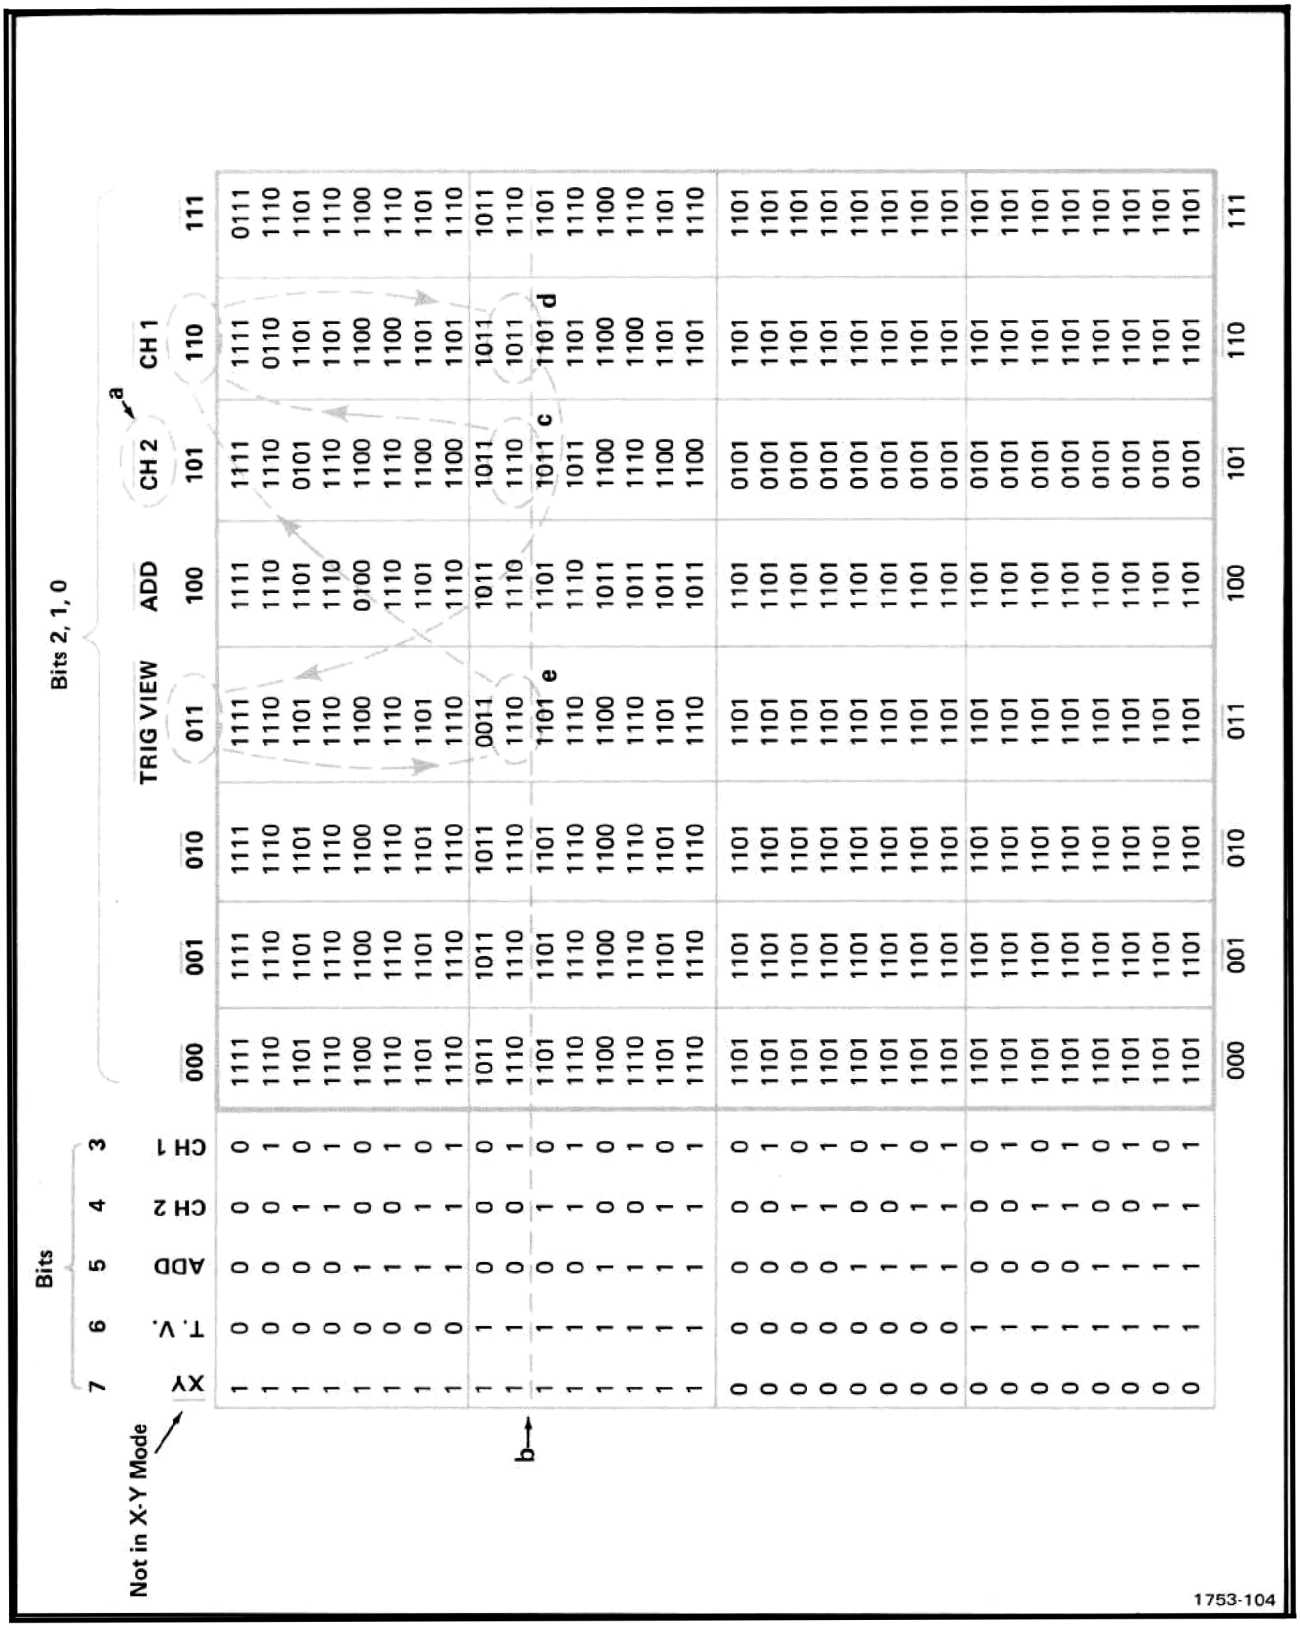

Fig. 3-4. Sample sequence of outputs from ROM U3605.
1. In Fig. 3-4, find the column that matches the present display on the screen of the oscilloscope.
Procedure: (Refer to Fig. 3-4 for details of this procedure.)